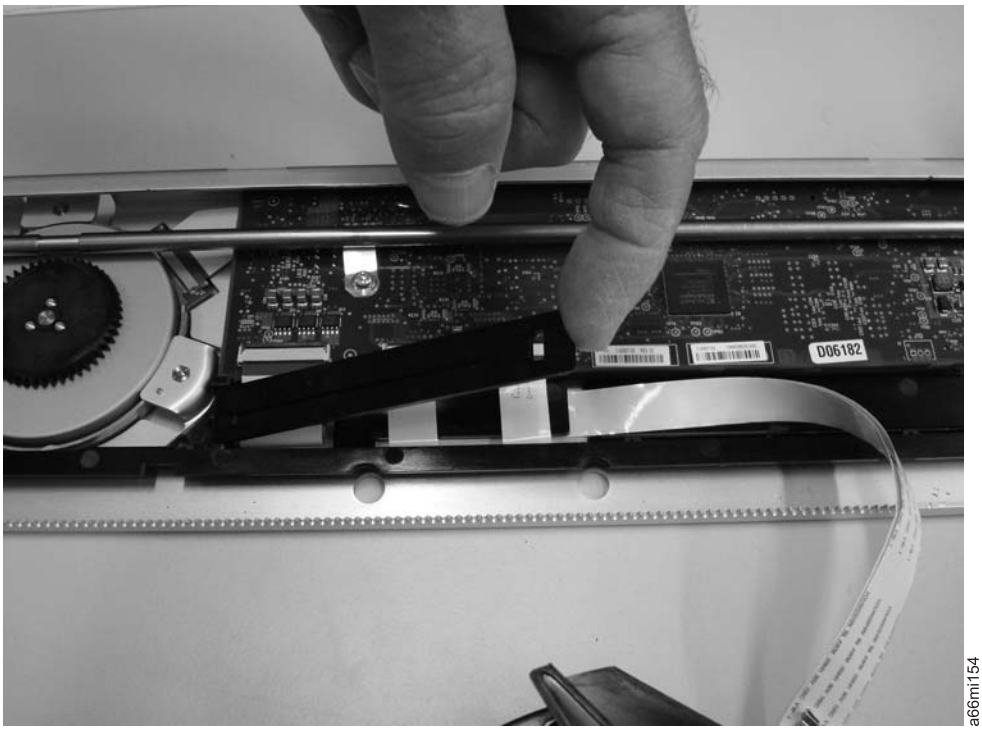

Figure 7-92. Lift the cable protector
a. Lift the cable protector (Figure 7-92).